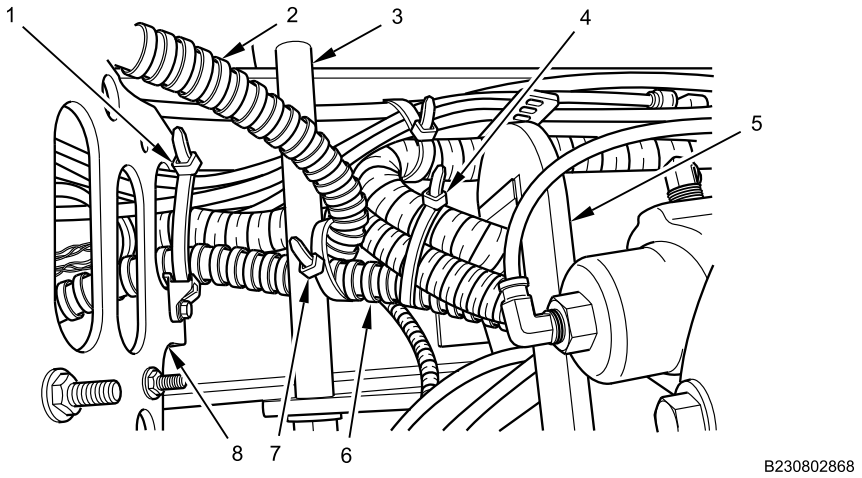

Figure 11. Transfer Case Oil Cooler Hose Routing.
5. Route oil cooler return hose (Figure 11, Item 6) from transfer case mounting bracket (Figure 11, Item 5), behind body mount bolt (Figure 11, Item 3), and through air dryer bracket (Figure 11, Item 8).
6. Route oil cooler feed hose (Figure 11, Item 2) behind body mount bolt (Figure 11, Item 3), and through air dryer bracket (Figure 11, Item 8).
7. Install new cable lock strap (Figure 11, Item 1) on hose bundle attached to air dryer bracket (Figure 11, Item 8).
8. Install new cable lock strap (Figure 11, Item 7) on oil cooler feed hose (Figure 11, Item 2) and oil cooler return hose (Figure 11, Item 6) behind body mount bolt (Figure 11, Item 3).
9. Install new cable lock strap (Figure 11, Item 4) on oil cooler return hose (Figure 11, Item 6) and wiring harness bundle.